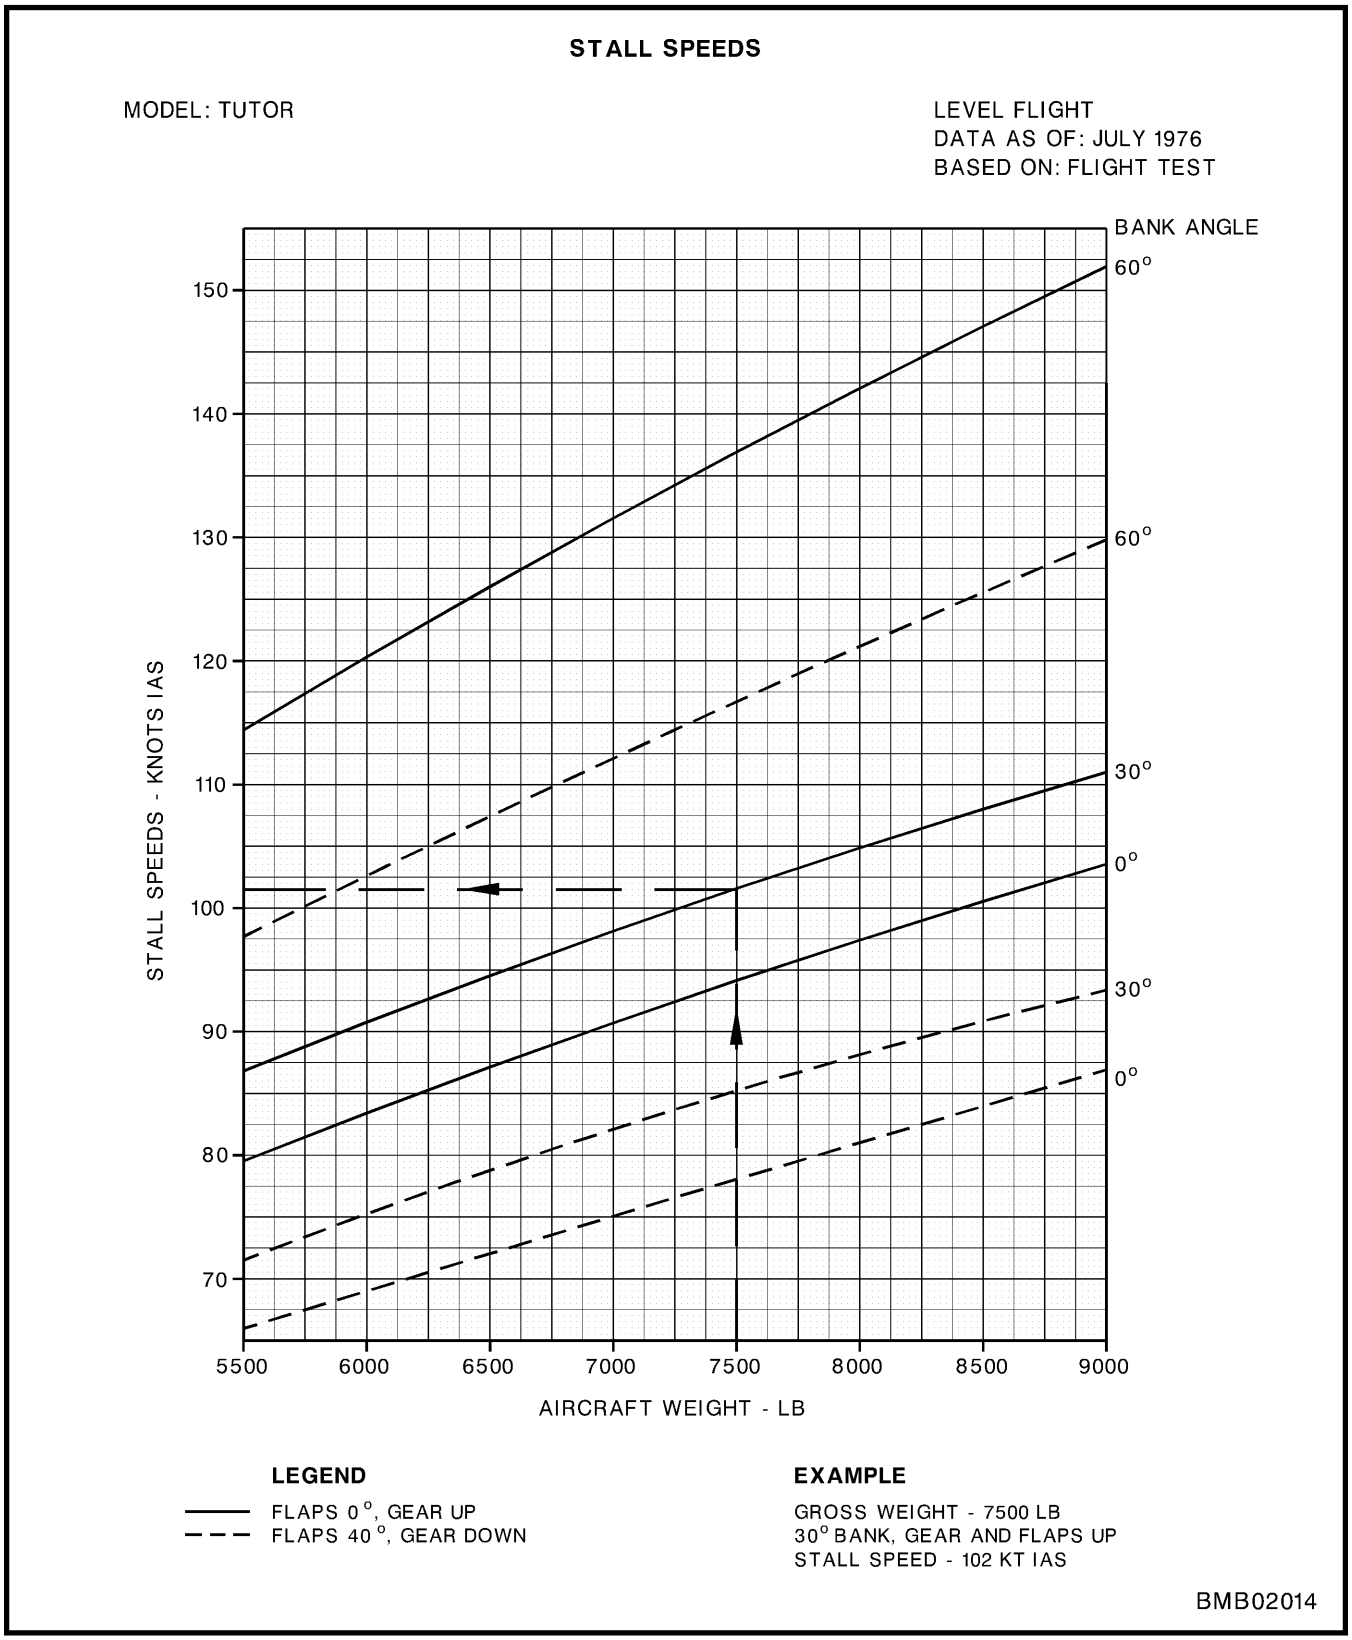

Figure 2-1-7 Stall Speed Chart – Aircraft With or Without Pylons or Tanks
34. Accelerated stalls in turns are accompanied by heavy buffeting. Recovery is immediate upon release of the control column backward pressure. For normal stalling speeds, see Figure 2-1-7.